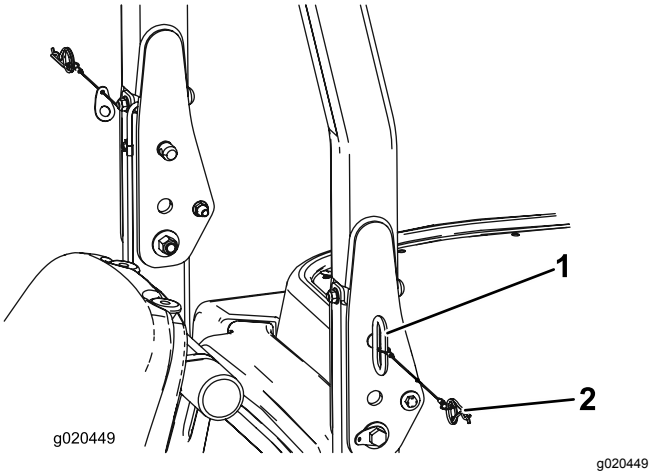

Figur 55
1. För att sänka ned störtbågen tar du ur hårnålssprintarna och de två tapparna (Figur 55).